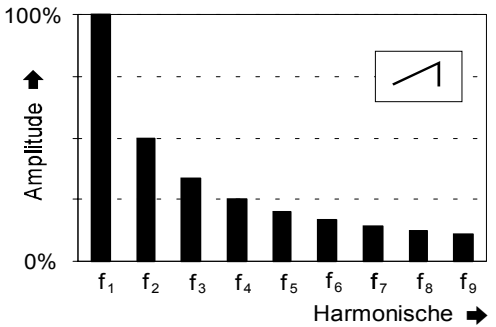

Abb. 1: Obertonspektrum einer Sägezahnwelle
Am Ausgang ❼ steht Ihnen eine Sägezahnwelle zur Verfügung. Sie klingt "schneidend" und ist sehr obertonreich. Sie enthält sämtliche Harmonische der Grundfrequenz, wobei deren Amplituden linear mit wachsender Ordnungszahl abnehmen (also 1/2, 1/3, 1/4, ... etc.; s. Abb. 1).